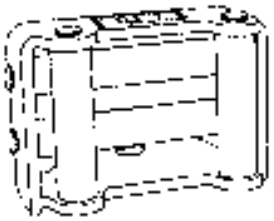

Figure 19
6. **EQUIPPING THE WINCH WITH A ROLLER FAIRLEAD,** P/N 1560, Figure 19, will substantially reduce wear on the wire rope during angle pulls. The rollers eliminate heavy rubbing and abrasion to the wire rope.